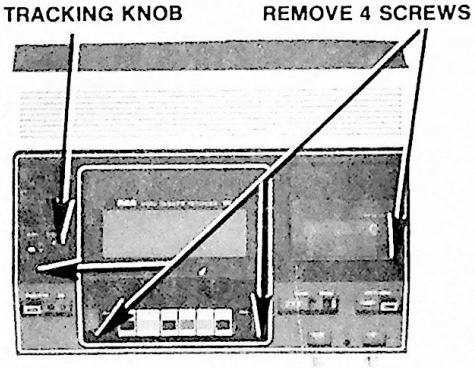

Figure 2. Top Panel Removal
Top panel — Remove tracking knob & four (4) screws (Figure 2).